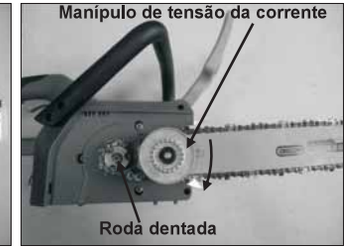

Fig.2C Fig.2D
5. Coloque a corrente de serra na ranhura da barra guia, certificando-se de que os dentes da serra estão voltados para a direção correta, como a seta na barra guia (Fig. 2C)